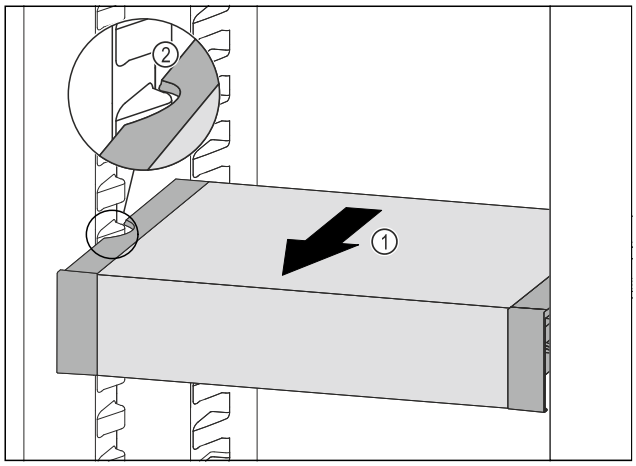

Fig. 177
▶ Pull VarioSafe forwards *Fig. 177 (1)* until the recesses in the side of the VarioSafe are at the level of the support rib in the fridge section. *Fig. 177 (2)*